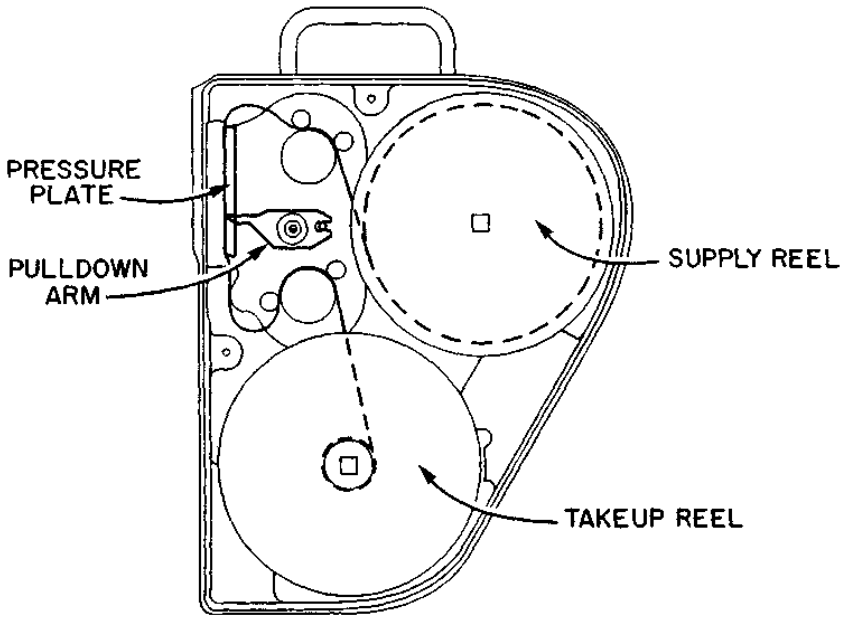

Figure 13-13 Cine camera
- While the shutter is closed, ***the pulldown arm*** advances the film to the correct position for the next exposure (Fig. 13-13).